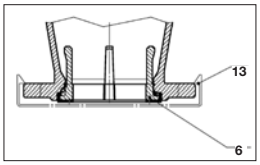

Figure 1
- Remove protective cover (13) prior to attaching to the pipeline (Fig. 1).
- The sealing ring (6) is pressed in at the factory and is used as a sealing for the pipeline flange. No additional seals are required. (Fig.1).